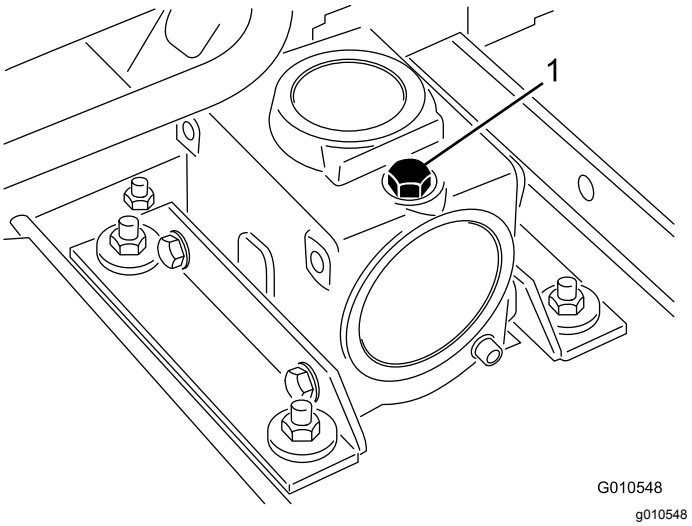

**Figur 18**
2. Fjern målepinden/påfyldningsproppen, der sidder oven på gearkassen (Figur 18), og kontroller, at oliestanden står mellem mærkerne på målepinden. Hvis oliestanden er lav, skal du påfylde så megen olie, at oliestanden kommer op mellem mærkerne.